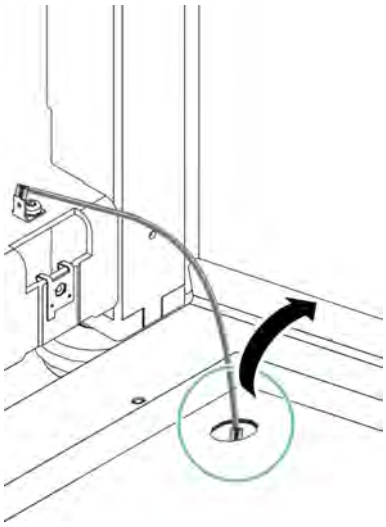

Fig. 8: Disconnect the protective conductor.
5. Disconnect the protective conductor (*Fig. 8*).